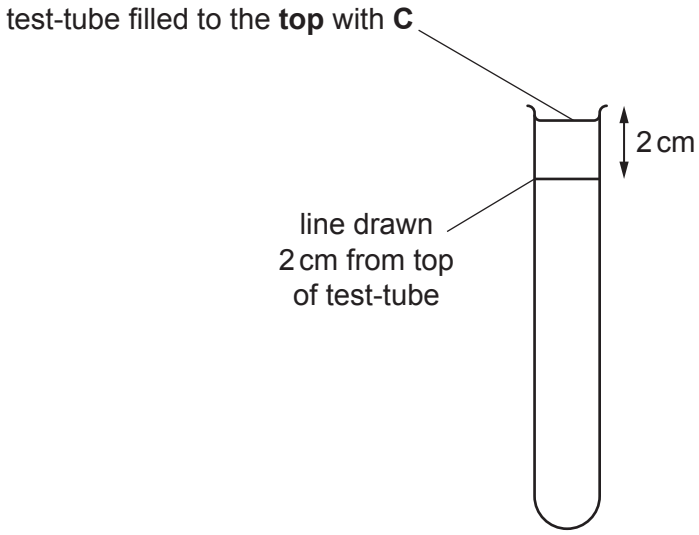

Fig. 1.2
step 5 Draw a line 2 cm from the top of a clean, dry test-tube, as shown in Fig. 1.2.
step 6 Fill this test-tube with **C**, up to the top, as shown in Fig. 1.2.